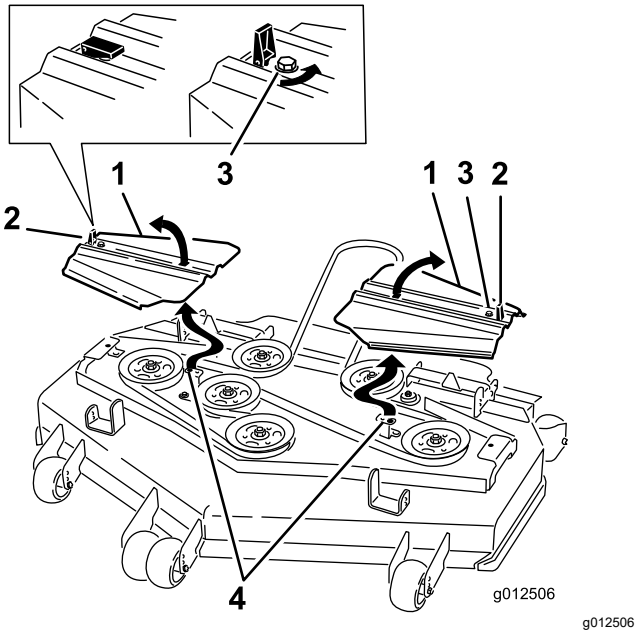

Figur 90
14. Montera remkåporna och för in flikarna i spåren. Montera skruvarna och lås spärrhakarna (Figur 90).